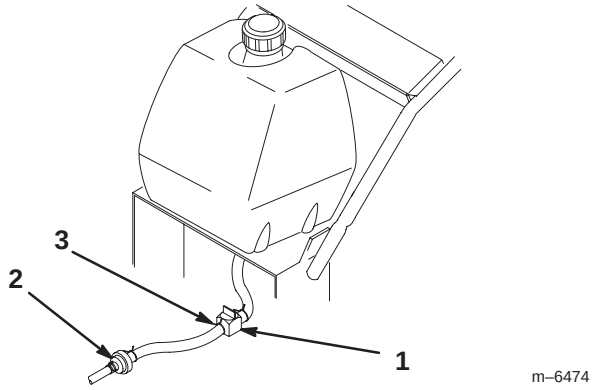

Figure 45
5. Close the fuel shut-off valve in fuel line (Fig. 45).
6. Squeeze the ends of the hose clamp together, and slide it up the fuel line away from fuel filter (Fig. 45).
7. Pull the fuel line off the fuel filter (Fig. 45).
4. Close the fuel shut-off valve (Fig. 45).
5. Squeeze the ends of the hose clamps together and slide them away from the filter (Fig. 45).
8. Open the fuel shut-off valve at the fuel tank (Fig. 45).